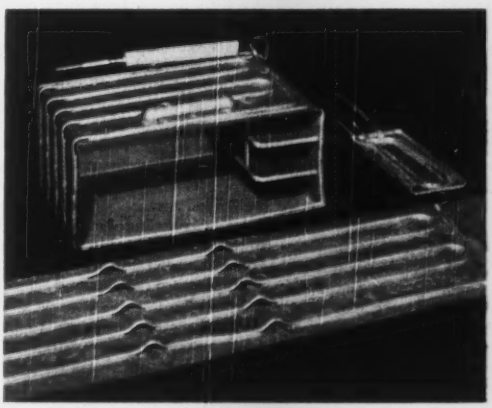

FIG. 28 ALL-ALUMINUM REFRIGERATOR EVAPORATOR
All-aluminum evaporators (8) for refrigeration, shown in Fig. 28, are now furnace-brazed in order to obtain good contact between the tubes and sheets, thus giving maximum operating efficiency and permitting the use of minimum length of tubing. The aluminum-brazing applications are generally performed in air atmosphere, since flux is necessary and protective atmospheres have shown no advantage with such alloys. Various aluminum-silicon alloys are available as brazing metals, and the furnace temperatures are in the order of 1090 to 1185 F. The assembly shown is brazed in the flat (foreground) in large mesh-belt conveyer-type furnaces and then formed up with shelves inserted (background). Brazing metal for the evaporator shown is rolled on the aluminum-alloy sheet, but brazing foil is extensively used for this type of assembly, also. Aluminum-brazing wire is also available.